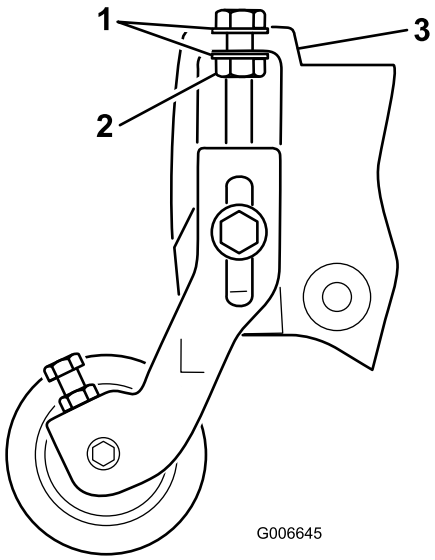

Figuur 21
Opmerking: De ringen op de stelbouten voor de maaihoogte moeten aan beide zijden van de flens op de zijplaat worden geplaatst (Figuur 21).
17. Draai de borgmoer op de stelbout voor de maaihoogte aan tot de ringen contact maken met de flens van de zijplaat. Draai vervolgens de moer een 1/2 slag terug (Figuur 21).